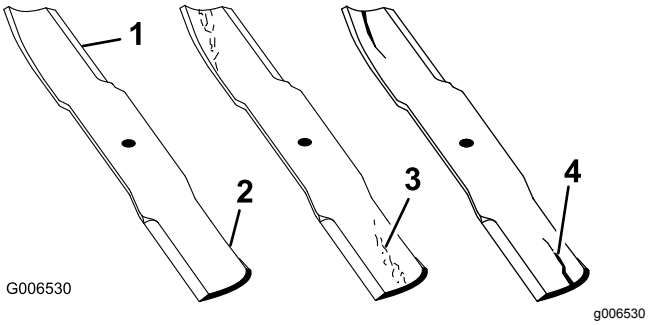

Figur 89
1. Efterse skærekanterne (Figur 89).
4. Hvis skæreknivene er beskadiget eller slidt, eller hvis der er antydning af en revne i dette område, skal der straks monteres nye skæreknive (Figur 89).